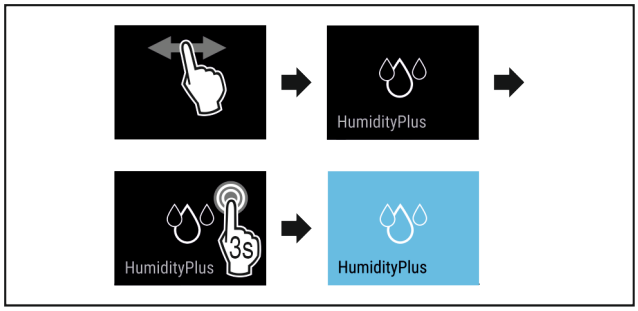

Fig. 12
▶ Suivre les étapes (voir Fig. 12) .